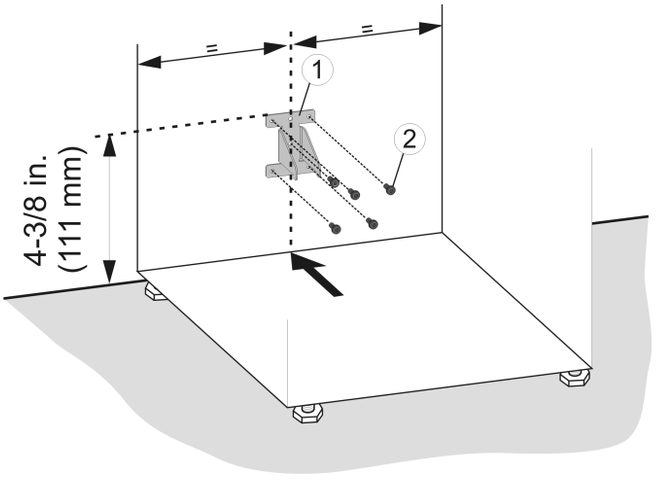

*Fig. 34*
▶ Installer la sécurité anti-basculement *Fig. 34 (1)* en utilisant des vis *Fig. 34 (2)* appropriées.